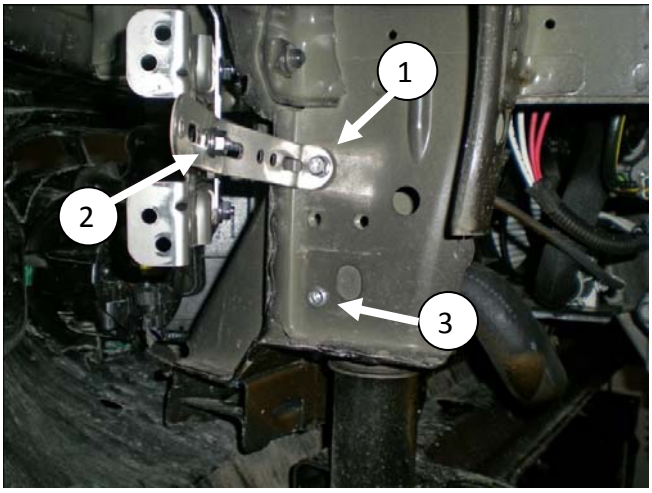

Bilde 10
Monter Z-brakett (1) i blindmutternagle *(bilde 10)* og monter original el-komponent tilbake på Z-brakett med en M6 bolt og mutter.